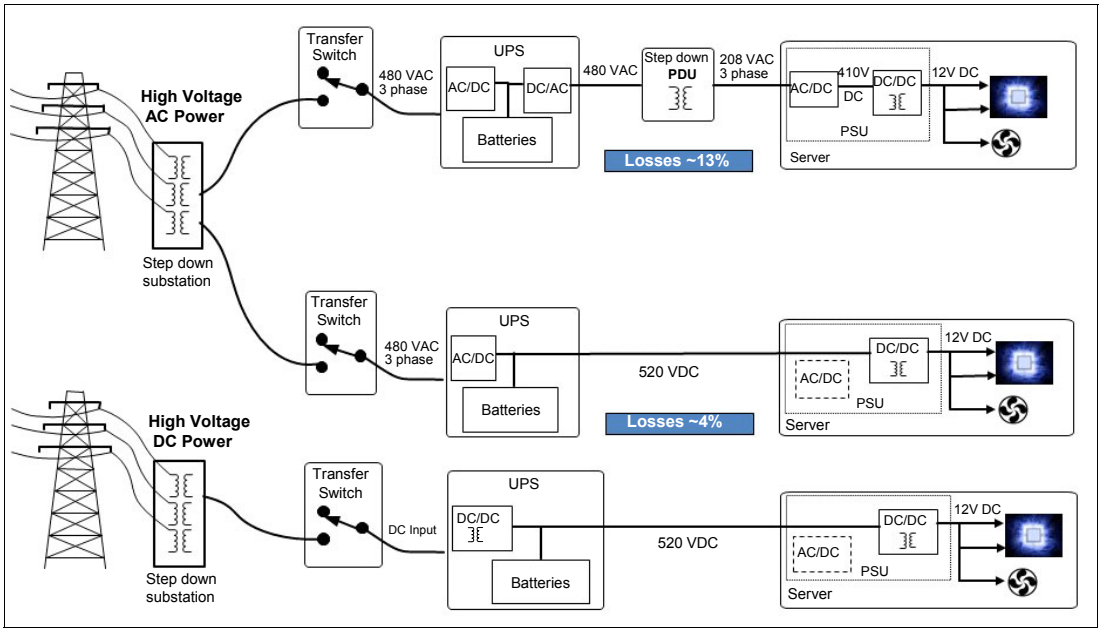

Figure 2-26 AC versus DC distribution
The High Voltage Direct Current power feature is an option for z14 servers. It allows z14 servers to directly use the high voltage (HV) DC distribution as shown in Figure 2-26. A direct high voltage DC data center power design can improve data center energy efficiency by removing the need for a DC to AC inversion step.